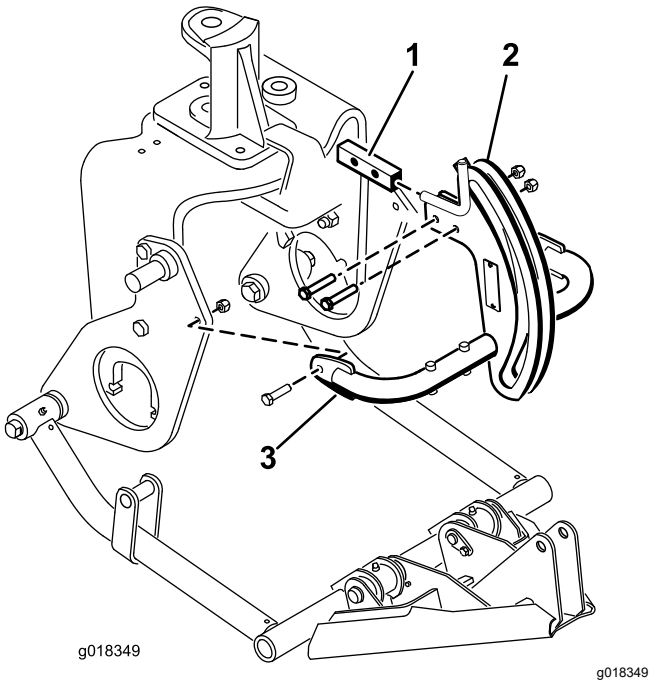

Figure 15
6. Mount the top of the hitch frame to the hitch frame bracket with 2 bolts (3/8 x 2 inches) and nuts (Figure 15).
7. Mount the hitch frame tubes to the plow plates with bolts (3/8 x 1-1/2 inches) and nuts (Figure 15), and tighten the fasteners.